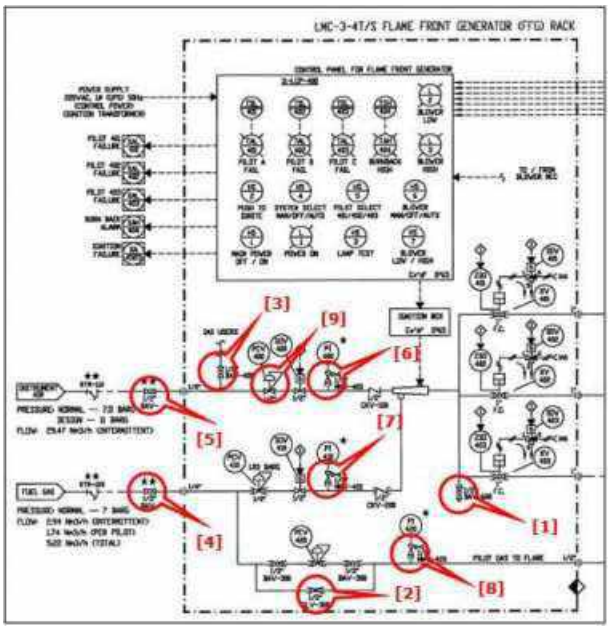
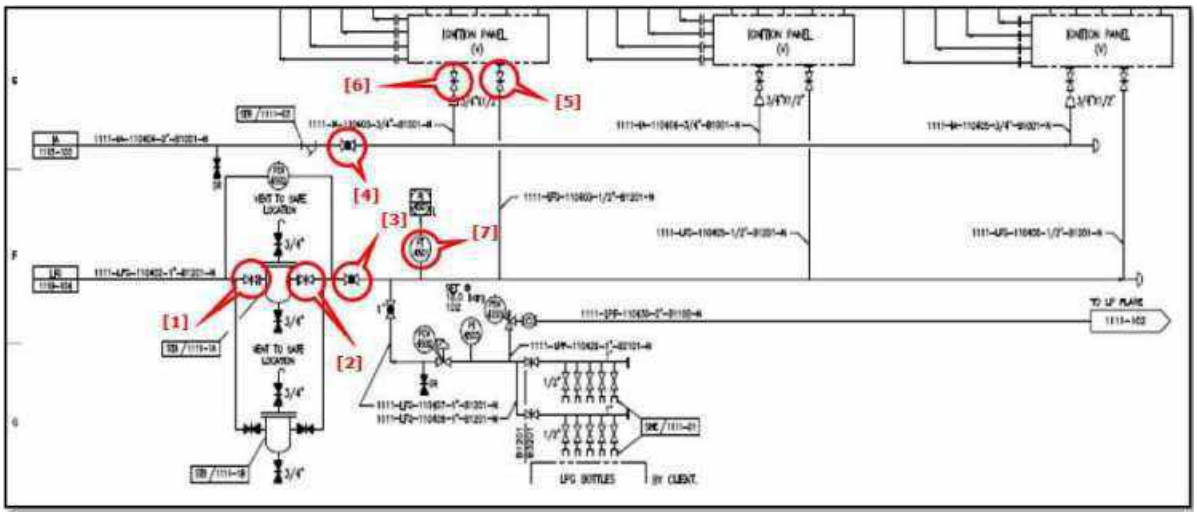

Figure 1 : Show the package P&ID for pilot ignition system
Figure 3 : Show the P&ID and valve location for high pressure flare
Field Operator (Check the position of valves, switches and instruments)	1.1 LFG to rack : Closed position (5) in figure 3. 1.2 Instrument air supply valves to rack : Closed position (6) in figure 3. 1.3 Drain valve : Closed position (1) in figure 1. 1.4 Pilot fuel gas bypass valves : Closed position (2) in figure 1. 1.5 Pressure gauge bleed valves : Closed position (3) in figure 1. 1.6 Pilot fuel gas on the LMC rack : Open position (4) in figure 1. 1.7 Instrument air on the LMC rack : Open position (5) in figure 1. 1.8 Pressure gauge isolation valves : Open position (6), (7), (8) in figure 1. 1.9 PCV-100 : Closed position (9) in figure 1. 1.10 PI-100 at 0 barg (6) in figure 1. 1.11 Ignition panel power switch in "Off" position. 1.12 System select switch in "Off" position.
Field Operator	1.13 Open gate valve inlet (1) and outlet (2) filter 1" LFG line in figure 3. 1.14 Open globe valve 1" LFG line (3) in figure 3. 1.15 Open globe valve 2" instrument air line (4) in figure 3. 1.16 Open gate valve ½" LFG line to ignition panel (5) in figure 3. 1.17 Open gate valve ½" instrument air line to ignition panel (6) in figure 3. 1.18 Push lamp test to check lamp. △ 1.19 Connect hose for utility air at drain valve (1) in figure 1. △ 1.20 Open drain valve (1) in figure 1 for utility air purge pilot ignition. 1.21 Switch HS-1 (Main Power) at Local Control Panel to "On". 1.22 Switch HS-4 to "Hand". 1.23 Check pressure gauge LFG line (PI-110) and instrument air line (PI-100) 1.5 barg (7) in figure 3. 1.24 Switch HS-5 to 101 (pilot 1). 1.25 Push HS-2 to ignite and check pilot flame. 1.26 Wait for 30 sec. to allow the thermocouple on the pilot to confirm ignition. 1.27 Switch HS-5 to 102 (pilot 2). 1.28 Push HS-2 to ignite and check pilot flame. 1.29 Wait for 30 sec. to allow the thermocouple on the pilot to confirm ignition. 1.30 Switch HS-5 to 103 (pilot 3). 1.31 Push HS-2 to ignite and check pilot flame. 1.32 Wait for 30 sec. to allow the thermocouple on the pilot to confirm ignition.
Field operator (Check the position of valves, switches and instruments)	2.1 LFG to rack : Closed position (5) in figure 3. 2.2 Instrument air supply valves to rack : Closed position (6) in figure 3. 2.3 Drain valve : Closed position (1) in figure 1. 2.4 Pilot fuel gas bypass valves : Closed position (2) in figure 1. 2.5 Pressure gauge bleed valves : Closed position (3) in figure 1. 2.6 Pilot fuel gas on the LMC rack : Open position (4) in figure 1. 2.7 Instrument air on the LMC rack : Open position (5) in figure 1. 2.8 Pressure gauge isolation valves : Open position (6), (7), (8) in figure 1. 2.9 PCV-100 : Closed position (9) in figure 1. 2.10 PI-100 at 0 barg (6) in figure 1. 2.11 Ignition panel power switch in "Off" position. 2.12 System select switch in "Auto" position.
Field operator	2.13 Open gate valve inlet (1) and outlet(2) filter 1" LFG line in figure 3. 2.14 Open globe valve 1" LFG line (3) in figure 3. 2.15 Open globe valve 2" instrument air line (4) in figure 3. 2.16 Open gate valve ½" LFG line to ignition panel (5) in figure 3. 2.17 Open gate valve ½" instrument air line to ignition panel (6) in figure 3. 2.18 Push lamp test to check lamp. 2.19 Switch HS-1 (Main Power) at Local Control Panel to "On". 2.20 Switch HS-4 to "Auto". 2.21 Check pressure gauge LFG line (PI-110) and instrument air line (PI-100) 1.5 barg (7) in figure 3. 2.22 Stand by for confirm ignition and check pilot flame.